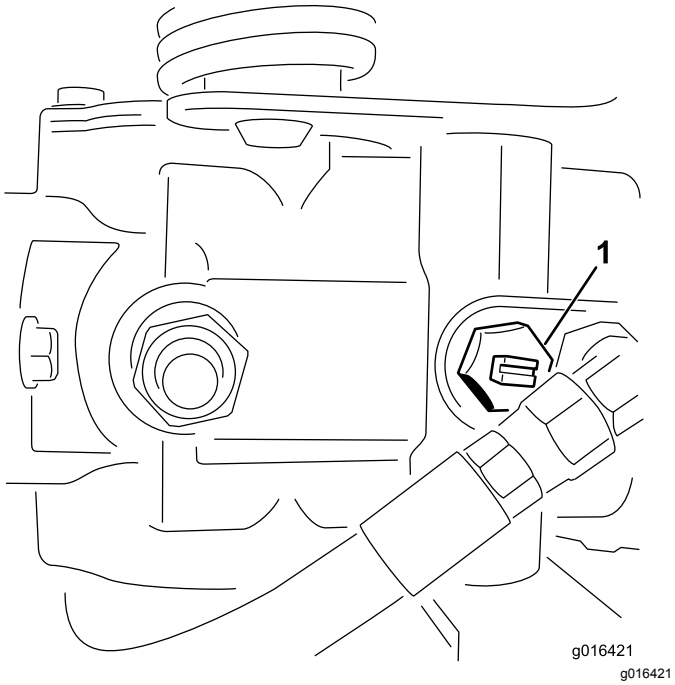

Figur 33
1. Finn omløpsventilen på pumpen, og vri den slik at åpningen står vertikalt (Figur 33).
2. Før du starter motoren, må du stenge omløpsventilen ved å vri den slik at åpningen står horisontalt (Figur 33).